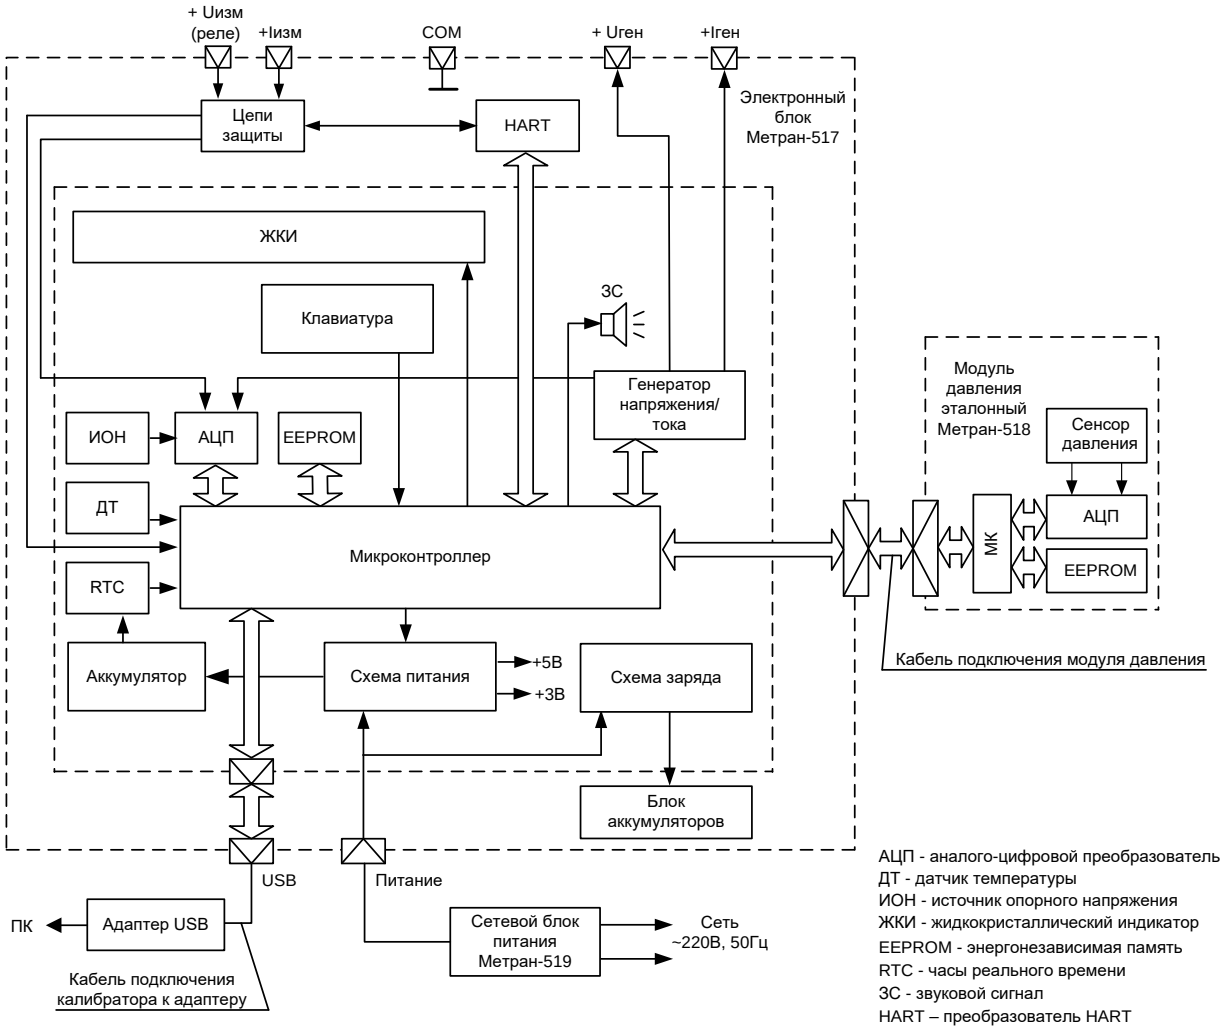

Рисунок 1 – Структурная схема калибратора
1.4.1 Конструкция калибратора – модульная (см. рисунок 1), основными элементами которой являются: